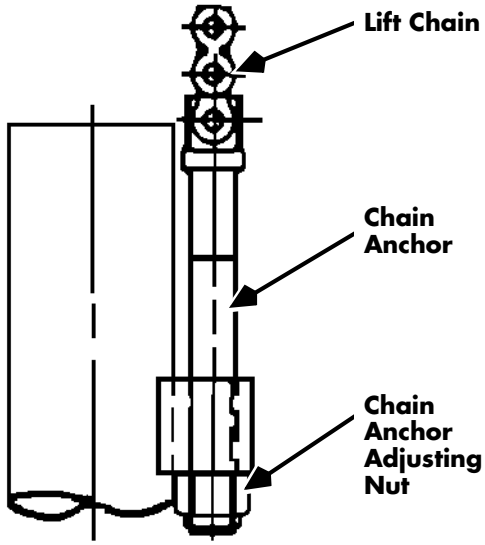

Figure 7-270: Chain Anchor Nut lubrication
4. Apply dry lube (P/N 990-642) to the chain anchor adjusting nut. See Figure 7-270.